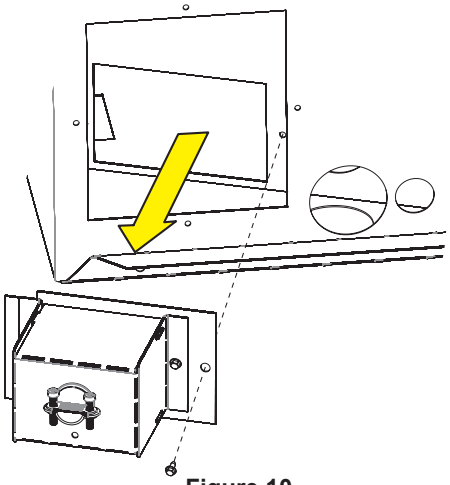

Figure 10
2. Remove the junction box assembly from inside of the fireplace. **See Figure 10.**